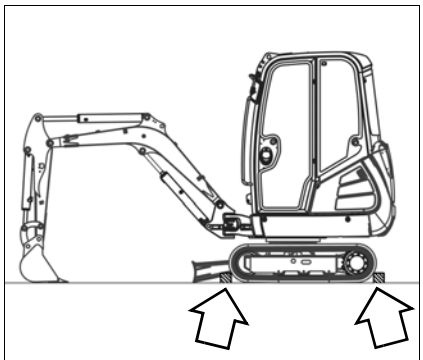

Fig. 125: Parking the machine
10. Secure the tracks accordingly (chocks, blocks, for example) as shown in *Fig. 125*.